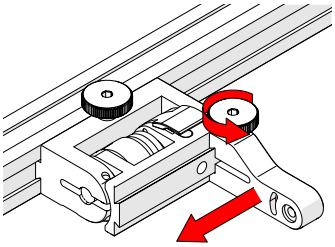

Fig. 159 - Position swing arm
5. Loosen the swing arm knob and slide the swing arm to the opposite end of the probe holder bracket *(Fig. 159)* or preferred position. Tighten swing arm knob.